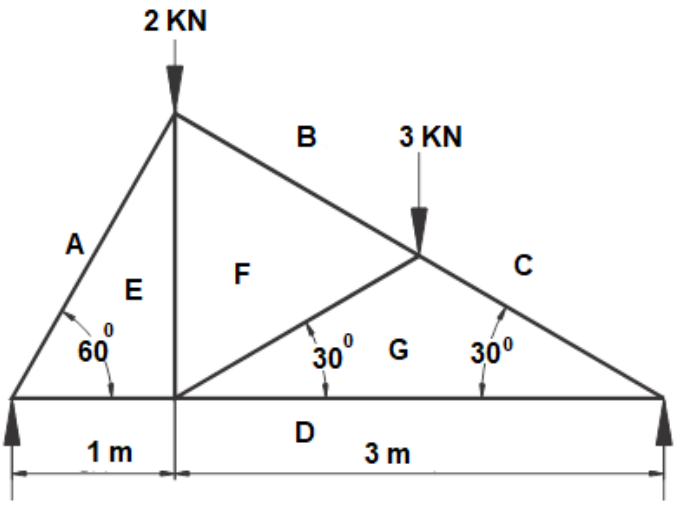

FIGUUR 2
3.1 'n Raamstruktuur is belas soos in FIGUUR 2 hier onder getoon is.